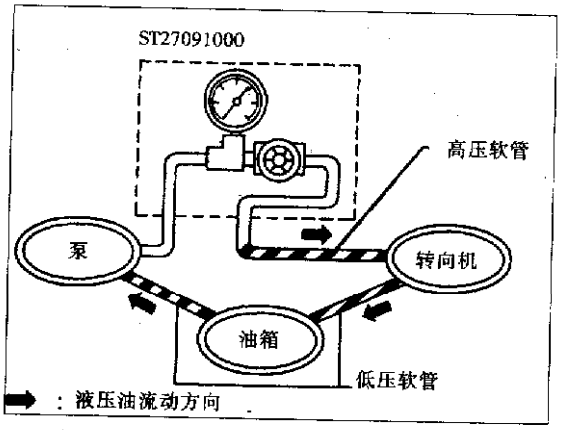

图 9-1-9
①见图9-1-9,安装工具,打开截流阀,然后进行排空气操作。